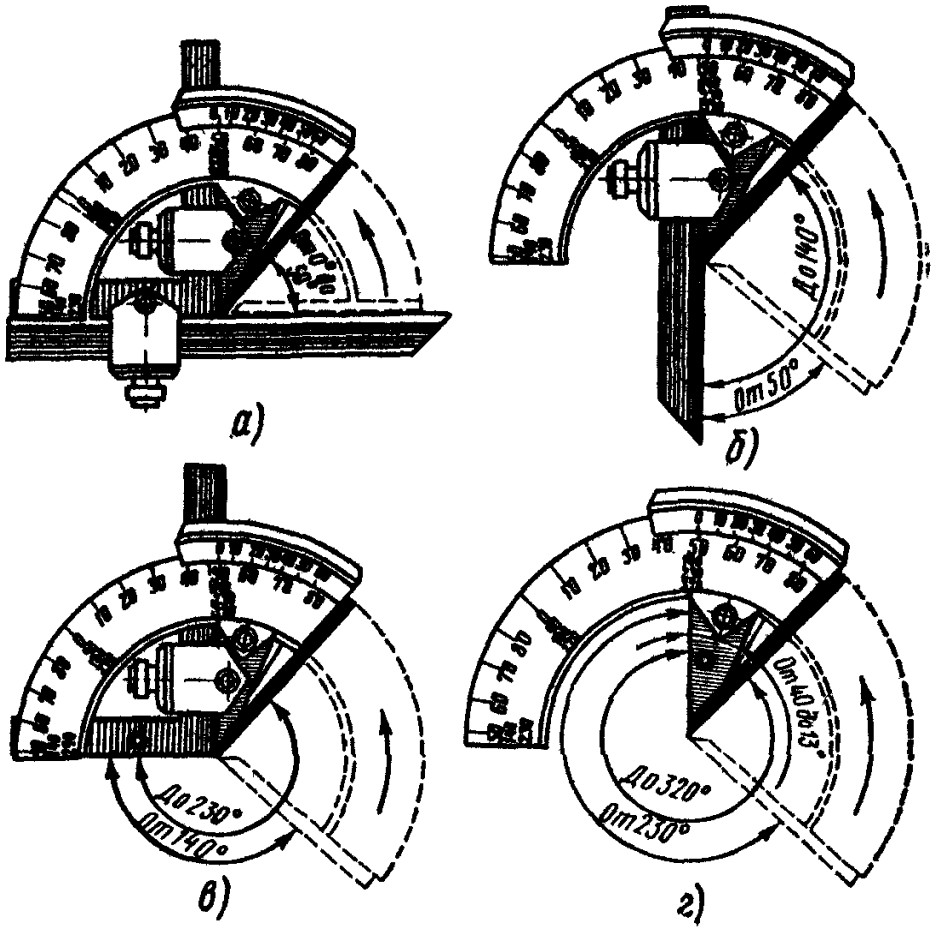

Рис. 21. Установка угломера для измерения углов
a) если на угломере установлен угольник и линейка (рис. 21, а), то можно измерять углы от 0 до 500;
b) если убрать угольник и на его место закрепить линейку, можно измерять углы от 50 до 1400 (рис. 21, б);
c) если убрать линейку и оставить только угольник (рис. 21, в), то можно измерять углы от 140 до 2300;
d) при отсутствии линейки и угольника (рис.21, г) можно измерять углы от 230 до 3200.